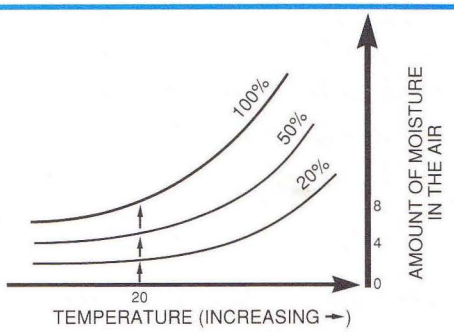

## FIGURE 8
- As the air is cooled, for example by coming in contact with a cool window surface or a cool wall, the *relative humidity* increases, eventually running into the *dew point* or 100% *relative humidity* line. Cooling below this line will result in *condensation*. (See Figure 8.)